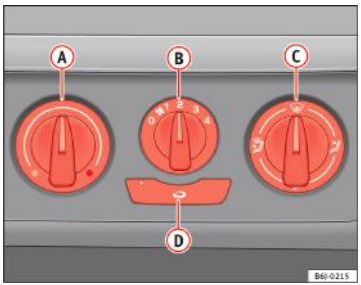

Fig. 92 Comenzile sistemului de încălzire de pe planșa de bord
– Rotiți selectorul de temperatură ⇒ fig. 92 (A) în sens antiorar.
– Rotiți butonul aerotermei (B) la oricare din setările 1-4 pentru distribuția aerului către zona capului.
– Setați fluxul de aer în direcția dorită, utilizând butonul pentru distribuția aerului (C).
– Pentru alegerea temperaturii dorite, rotiți selectorul de temperatură ⇒ fig. 92 (A) în sens orar.
– Rotiți selectorul de temperatură ⇒ fig. 92 (A) în sens orar, pentru a atingere temperatura maximă.
– Rotiți butonul aerotermei (B) până în poziția pentru setarea 4.
– Închideți duza (3).
– Deschideți și orientați duza (4) spre geamurile laterale
– Rotiți selectorul de temperatură ⇒ fig. 92 Ⓐ spre zona de încălzire.
– Închideți duzele ③
– Deschideți și orientați duzele ④ spre geamurile laterale